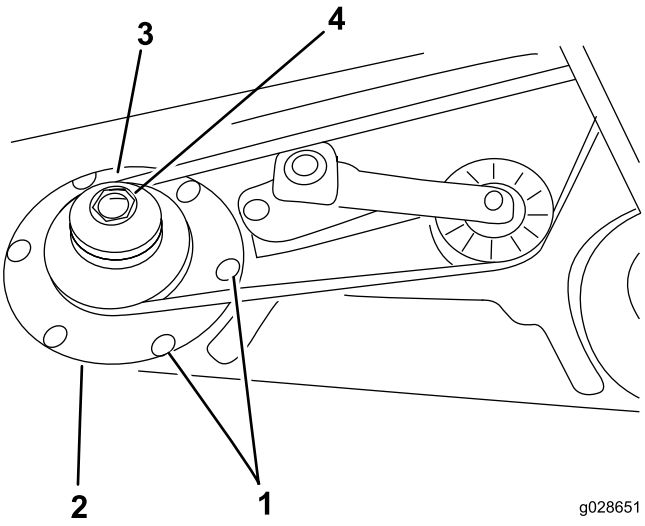

Bild 4
4. Nehmen Sie den Riemen von der rechten Spindelriemenscheibe (Bild 4).
5. Entfernen Sie die sechs Schlossschrauben und sechs Bundmuttern, mit denen das Spindelgehäuse und der Stützring am Mähwerk befestigt sind (Bild 4). Bewahren Sie die abgenommenen Befestigungen auf.
9. Schieben Sie die neue doppelte Spindelriemenscheibe auf die Spindelwelle (Bild 4).